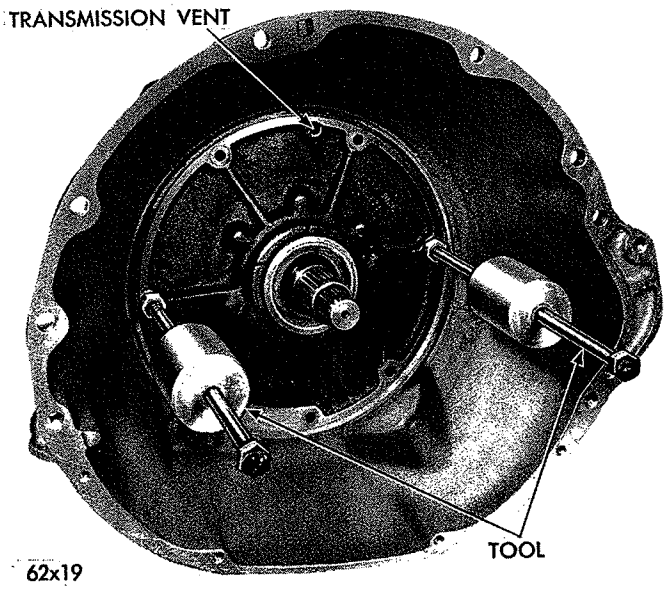

*Fig. 58—Removing Oil Pump and Reaction Shaft Support Assembly*
(1) Remove oil pump housing retaining bolts.
(2) Tighten front band adjusting screw until band is tight on front clutch retainer. This prevents clutch retainer from coming out with pump which might cause unnecessary damage to the clutches.
(3) Attach Tool C-3752 to pump housing flange, (Fig. 58), in threaded holes in the flange.
(4) Bump outward evenly on the two "knocker weights" to withdraw pump and reaction shaft support assembly from the case.